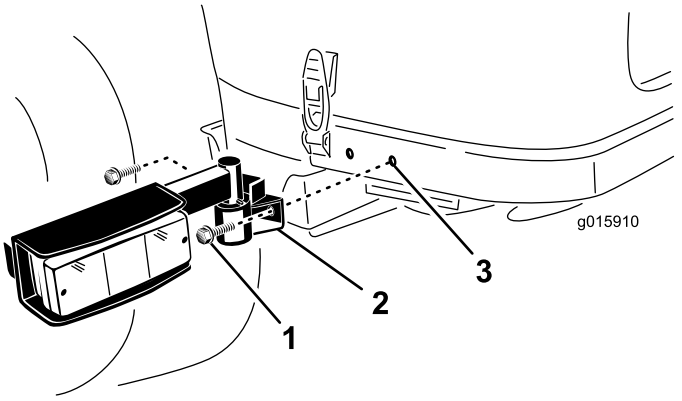

Figura 8
1. Utilizando os furos de montagem da traseira dos trincos do capot, prenda um conjunto de lâmpadas em cada lado da estrutura traseira com (2) parafusos de cabeça de anilha 3/8 x 3/4 pol. (Figura 8). Se os furos de montagem não estiverem feitos na estrutura traseira, passe para o passo seguinte